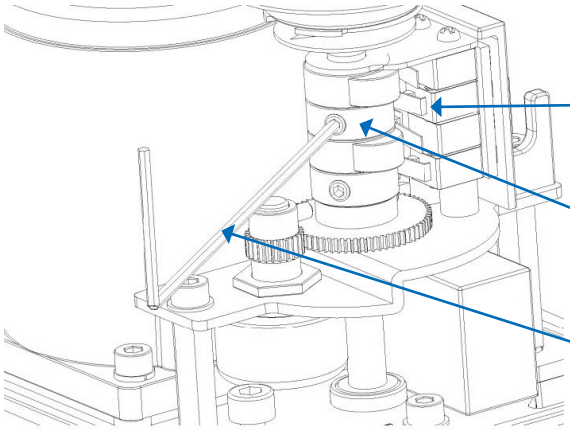

FIGUR 1: INDSTILLING LUKKE KNAST
- ☐ Drej LUKKE-knast mod kontakten, indtil kontakten 'klikker' (se figur 1 nedenfor)